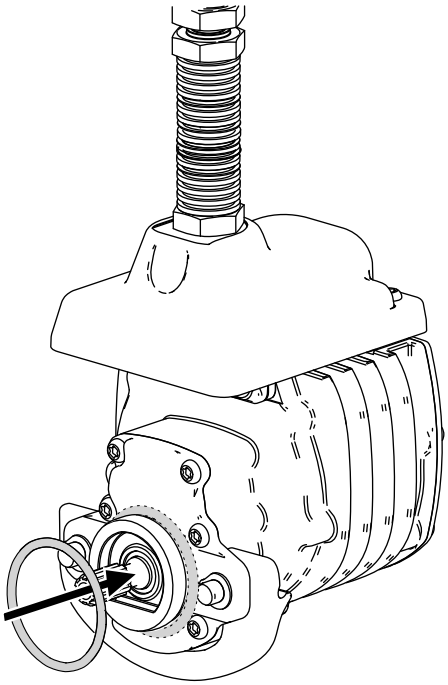

Figur 10
3. Monter en O-ring på hver knivcylindermotor som vist i Figur 10.